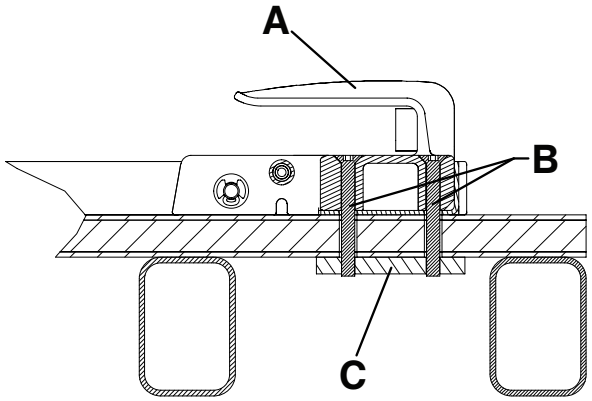
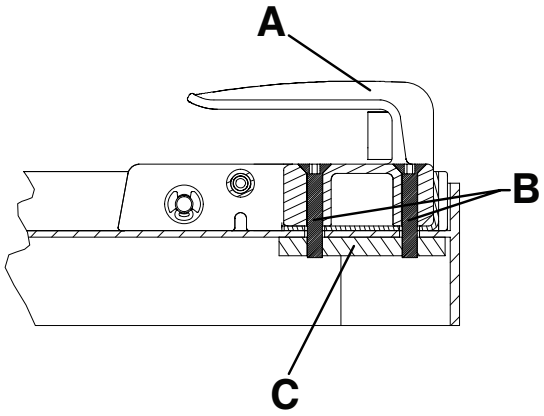

Figura 9 – Capăt pentru cap cu montare pe podea - Vederea 4A
Figura 10 – Capăt pentru cap cu montare pe tavă - Vederea 4B
- O placă de suport din oțel (C) (sau echivalentă) este necesară pentru susținere suplimentară (nefurnizată) (Figura 9 sau Figura 10).